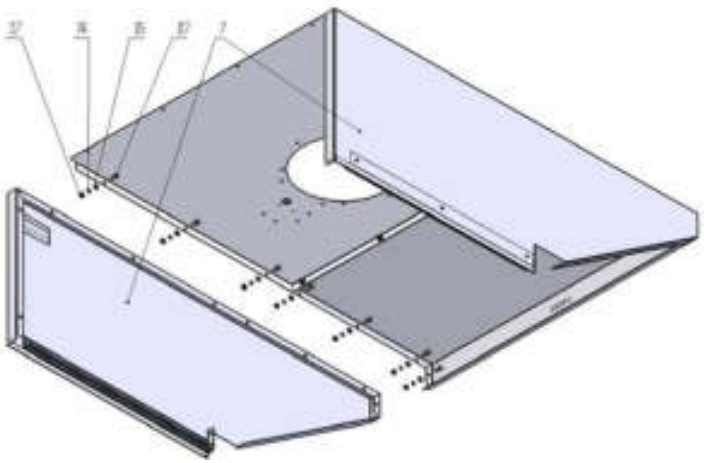

Рис. 3
3.3.4. На собранный каркас установить стенку заднюю поз. 7 (Рис. 3) и закрепить комплектом крепежа поз. 10, поз. 12, поз. 14, поз. 16, поз. 17 (Рис. 3). Затянуть крепёж. Установить панель поз. 5 (Рис. 3) и закрепить крепежом поз. 10, поз. 12, поз. 14, поз. 16 (Рис. 3).